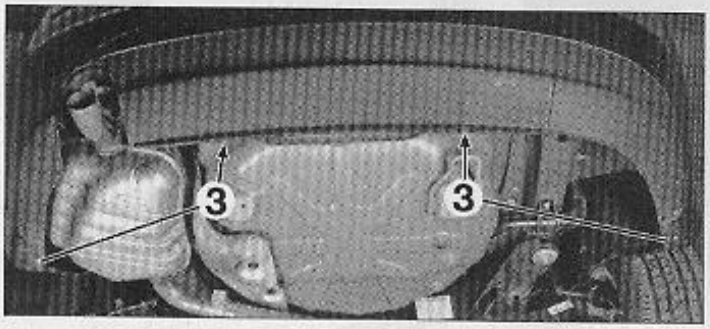

FIG. 76
- Déposer les vis de fixation latérales (2) du bouclier.
- Déposer les vis de fixation inférieures (3) du bouclier (Fig.76).